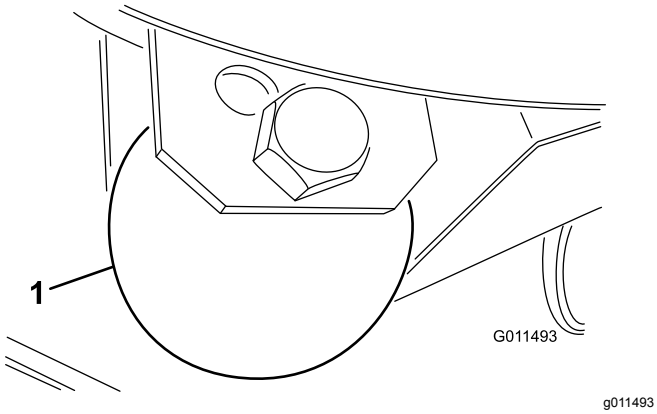

Figuur 26
1. Verwijder de bout en de moer waarmee het maatwiel is bevestigd aan de beugels van de maai-eenheid (Figuur 26).